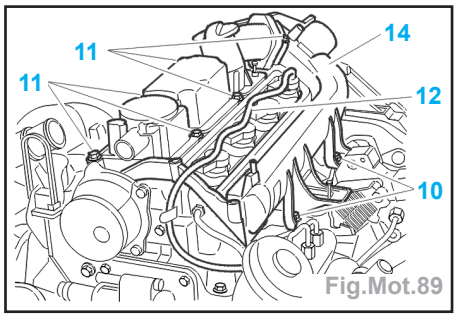

Fig.Mot.89
- Déposer (Fig.Mot.89) :
- les vis de fixation (10) et (11) du système d'admission intégré,